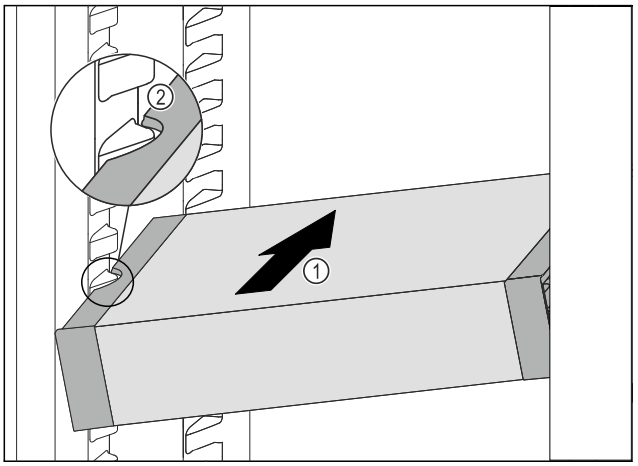

Fig. 123
▶ Împingeți VarioSafe oblic în frigider *Fig. 123 (1)*, până când degajările laterale *Fig. 123 (2)* ale VarioSafese află la înăl-țimea nervurii recipientului din frigider.